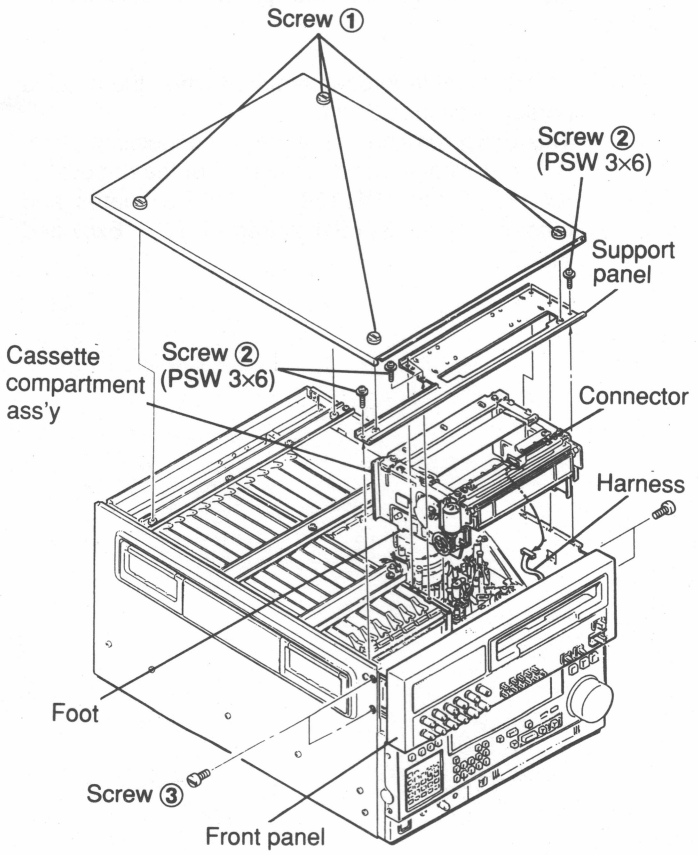

Fig.2-7-1 Removal of Casette Comparatment Ass'y
Loosen four of fixing screw ① shown in Fig.2-7-1, then remove the top panel.
Remove six of screw ② shown in Fig.2-7-1, then remove the cassette compartment support panel.
As shown in Fig.2-7-1, pull out the internal connection connector (CN395) while pulling up the cassette compartment ass'y from the unit. Then, remove the cassette compartment ass'y.